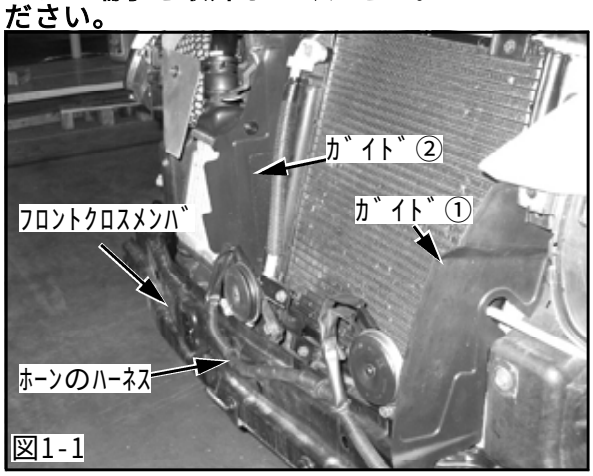

図1-1
(4)エアコンコンデンサ前にある、ガイド①を取外してください。(図1-1)
(5)フロントクロスメンバからホーンとホーンのハーネスを取外してください。(図1-1)
(6)フロントクロスメンバを取外してください。(図1-1)
(8)ガイド②を取外してください。(図1-1)